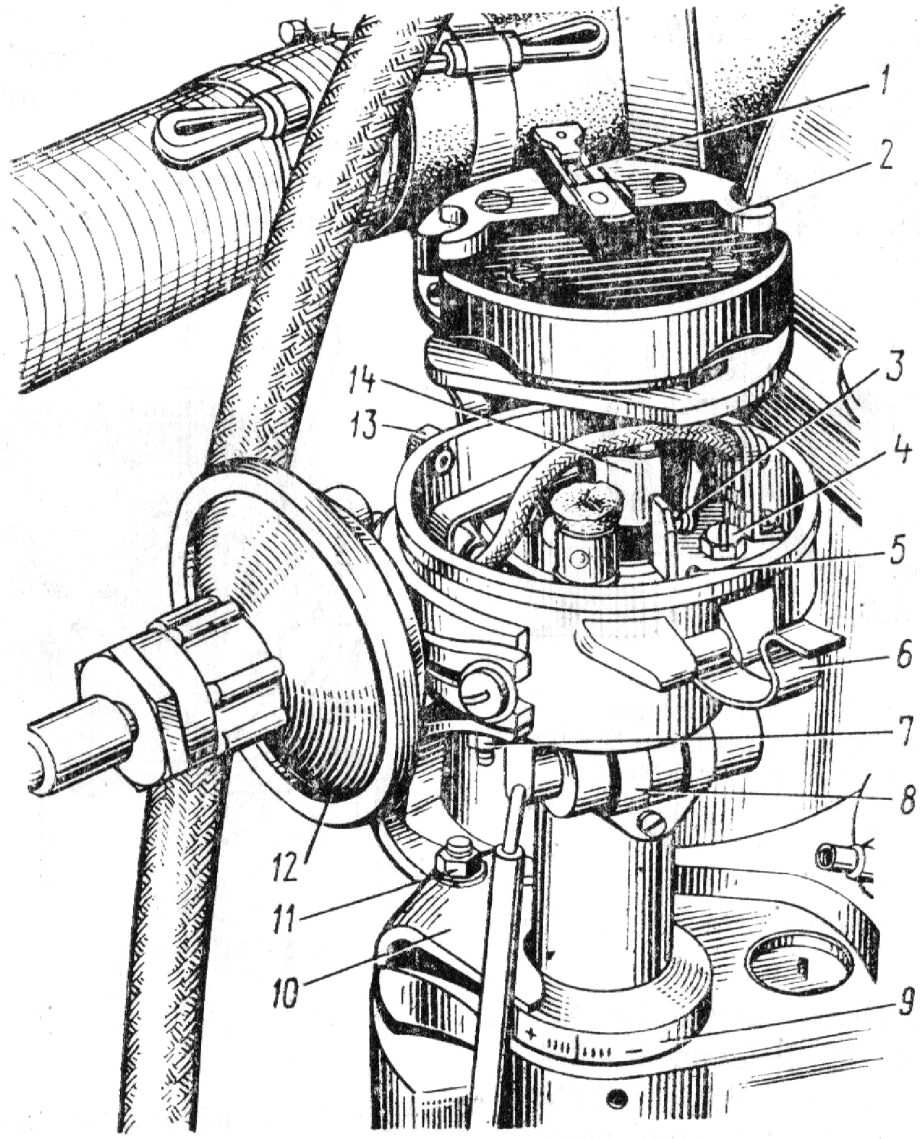
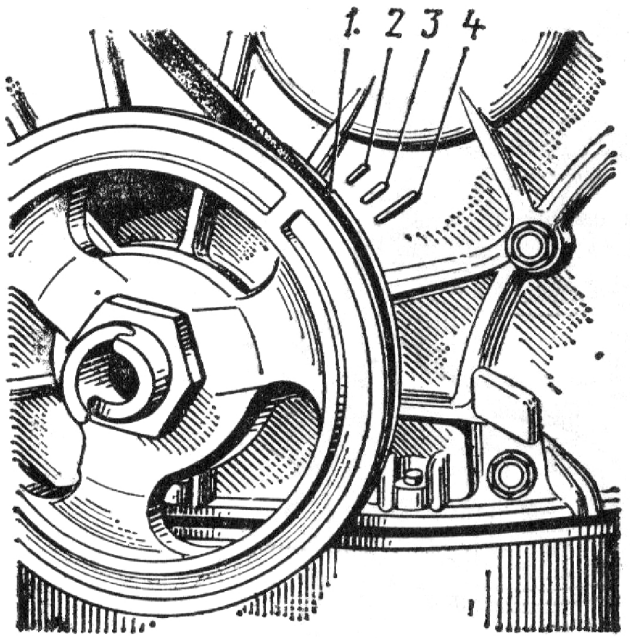

Bild 73. Zündverteiler mit abgenommenem Deckel für Motor 2106-70:
Bild 74. Einstellmarken an der Kurbelwellenriemenscheibe und am Steuerräderdeckel beim Motor 2106-70:
1. Zustand der Arbeitsflächen der Unterbrecherkontakte *3* (Bild 73) prüfen. Im Falle einer großen Metallübertragung von dem einen Kontakt zum anderen sind diese mit der Kontaktfeile zu glätten. Es ist nicht ratsam, die Vertiefung am Unterbrecherhebelkontakt ganz zu beseitigen. Kontakte im Verteilerdeckel und am Läufer *2* prüfen und bei Bedarf säubern.
tiger Einstellung des Zündzeitpunktes muß die Lampe aufleuchten bei Übereinstimmen der Marke *1* (Bild 74) an der Riemenscheibe der Kurbelwelle mit der Marke *3* am Steuerräderdeckel, während sich der Kontakt des Läufers *2* (Bild 73) gegenüber dem Kontakt des 1. oder 4. Zylinders am Verteilerdeckel befinden muß.
— Kurbelwelle in eine solche Stellung bringen, bei der der Läufer mit seinem Kontakt zu dem Kontakt des 1. und 4. Zylinders am Verteilerdeckel gerichtet ist und die Marke *1* (Bild 74) mit der Marke *3* übereinstimmt. Hierbei steht der Kolben des 1. oder 4. Zylinders 5° vor OT bei Messung nach dem Kurbelwellendrehwinkel;
— Mutter *11* (s. Bild 73) des Trägers *10* lockern und Zündverteilergehäuse im Uhrzeigersinn bis zum Schließen der Unterbrecherkontakte drehen;